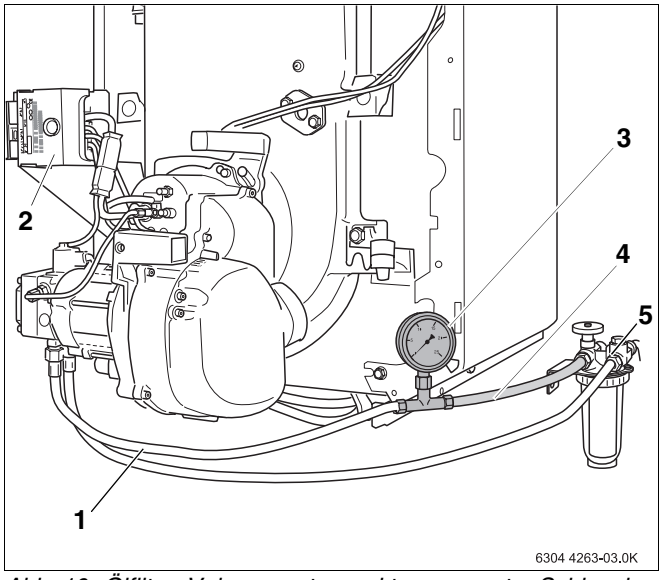

Abb. 10 Ölfilter, Vakuummeter und transparenter Schlauch
- Vakuummeter (Abb. 10, **Pos. 3**) mit transparentem Schlauch (Abb. 10, **Pos. 4**; Zubehör), wie in Abbildung 10 dargestellt, zwischen Ölfilter (Abb. 10, **Pos. 5**) und Ölansaugleitung (Abb. 10, **Pos. 1**) montieren.
- Ölfeuerungsautomat (Abb. 10, **Pos. 2**) vom Sockel abziehen.
- Blasenfreiheit des angesaugten Öls über den transparenten Schlauch (Abb. 10, **Pos. 4**) kontrollieren.
- Ölabsperrhahn am Ölfilter (Abb. 10, **Pos. 5**, Seite 15) schließen und transparenten Schlauch (Abb. 10, **Pos. 4**, Seite 15) mit Vakuummeter (Abb. 10, **Pos. 3**, Seite 15) demontieren.
- Ölansaugleitung (Abb. 10, **Pos. 1**, Seite 15) an den Filteranschluss des Ölfilters (Abb. 10, **Pos. 5**, Seite 15) anschrauben.
- Ölabsperrhahn am Ölfilter (Abb. 10, **Pos. 5**, Seite 15) öffnen.